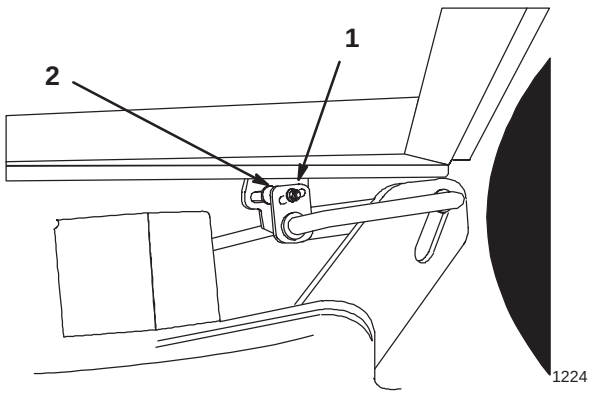

Abbildung 14
4. Die Einstellschraube an einer Seite lösen und den Hängebock drehen, um das Mähwerk anzuheben bzw. abzusenken (Abb. 14).